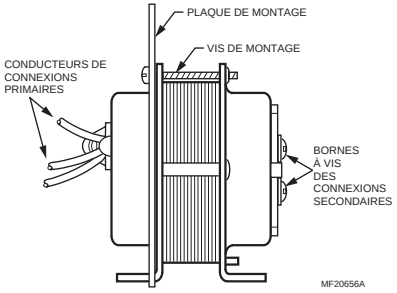

Fig. 4. La plaque peut être montée sur le transformateur dans l'une ou l'autre des positions (AT72D illustré).
3. Placer la grande ouverture défonçable de la plaque de montage sur les conducteurs primaires et le flasque du transformateur. La petite patte au centre de la partie inférieure de la plaque se glisse dans la fente du socle de montage du transformateur. (Fig. 4).
Montage de la plaque sur le transformateur (Fig. 4).
4. Placer la grande ouverture défonçable de la plaque de montage sur les conducteurs primaires et le flasque. La petite patte au centre de la partie inférieure de la plaque se glisse dans la fente du socle de montage du transformateur. Insérer les vis de montage dans les trous de la façon indiquée à la Fig. 4.
3. Placer la grande ouverture défonçable de la plaque de montage sur les conducteurs primaires et le flasque du transformateur. La petite patte à la partie inférieure, au centre de la plaque se glisse dans la fente du pied de montage du transformateur. (Fig. 4).